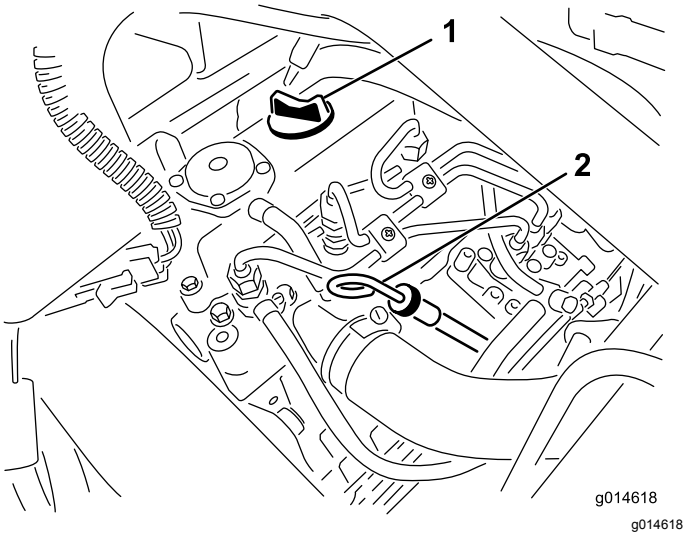

Figur 27
2. Fjern målepinden, og aftør den med en ren klud (Figur 27).